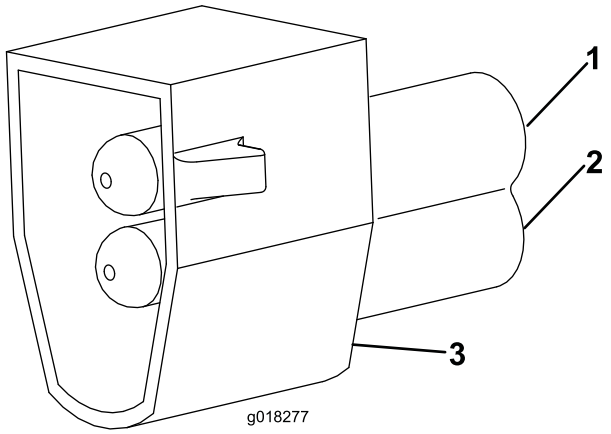

**図 9**
3. ナンバープレートケーブルの端子部に、PM2 コネクタを押し込んで接続する（図 9）。